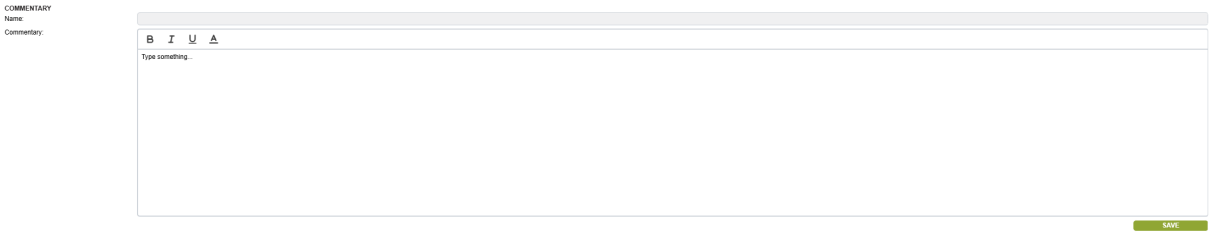

Figure 6.3: Commentary functionality
- **Insert commentary**: Clicking 'Insert commentary' displays the interface shown in Figure 6.3 within the Content area. Users must specify a 'Name' first, and a range of simple